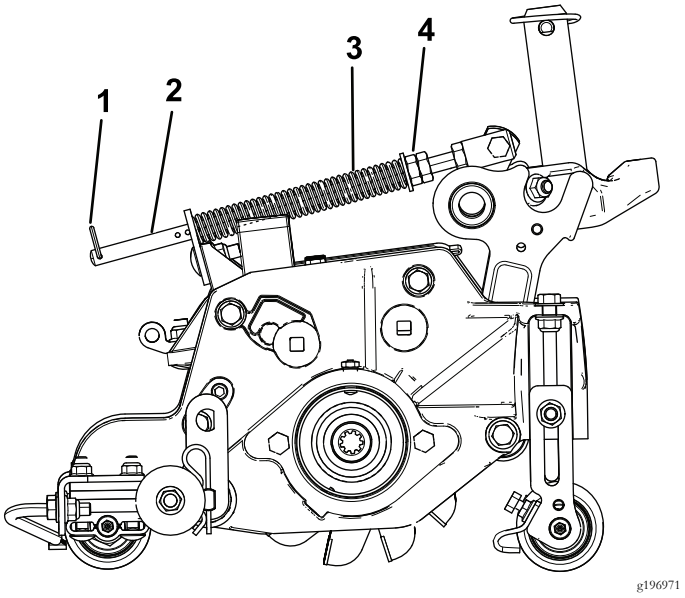

Figur 15
1. Se till att hårnålssprinten sitter i det bakre hålet på fjäderstången (Figur 15).
2. Dra åt sexkantsmuttrarna på fjäderstångens främre ände, tills fjäderns sammanpressade längd är 15,9 cm (Figur 15).